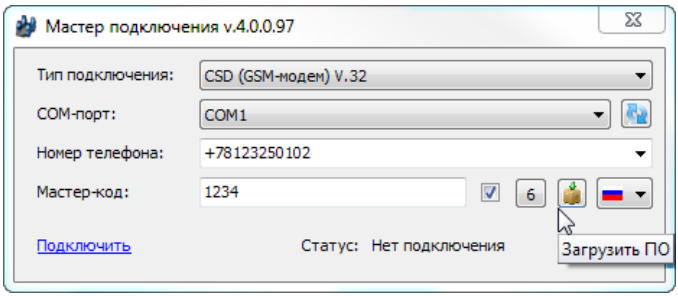

Рисунок 3. Загрузка программы настройки
- *Загрузите последнюю версию программы настройки: нажмите кнопку «Загрузить ПО» (рис. 3);*